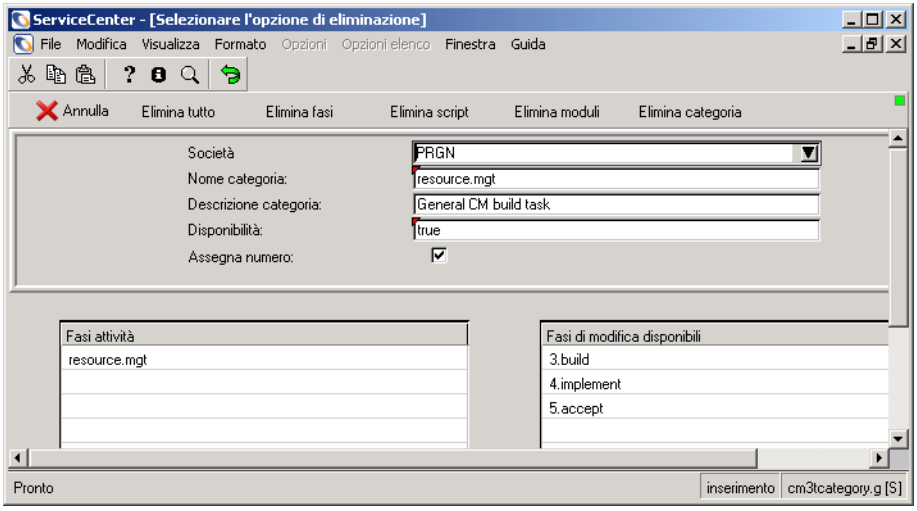

Figura 10-20: Pulsanti delle opzioni di eliminazione
3. Fare clic su **Elimina** o premere **F4**. La Figura 10-20 mostra i nuovi pulsanti di eliminazione.